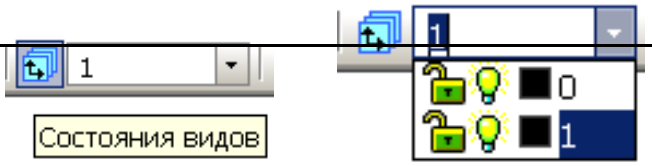

Рис. 7.18. Окно списка **Состояния видов**.
5.2.1. На панели **Текущее состояние** откройте список видов (рис. 7.18) или выполните команду меню **Сервис⇒Состояния видов...**.